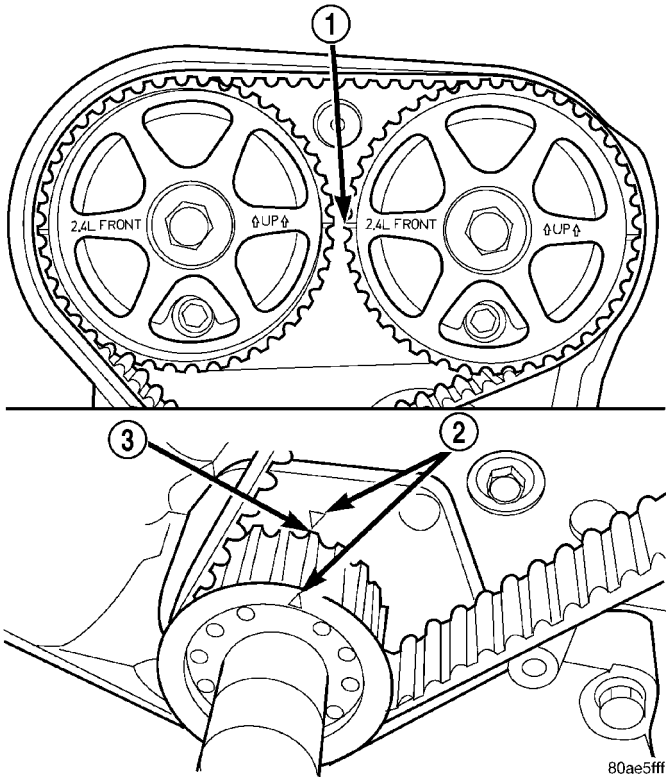

Fig. 120 Crankshaft and Camshaft Timing
(14) Before the removal of the timing belt, rotate crankshaft until the TDC mark on oil pump housing aligns with the TDC mark on crankshaft sprocket (trailing edge of sprocket tooth) (Fig. 120).